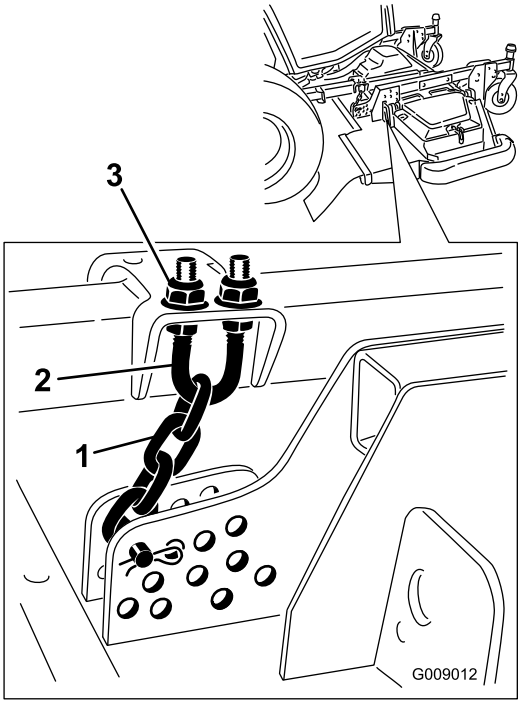

**Figur 140**
5. Lossa kontramuttrarna överst eller underst på klipphöjdskedjans U-bult (Figur 140).